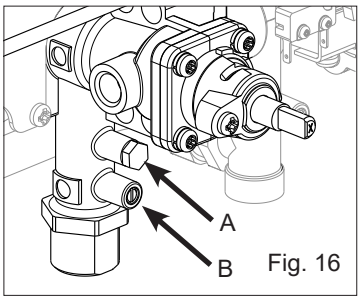

Fig. 16
- Extraiga el tapón de protección (fig. 16 - part. A)
NOTA: Se recuerda que para el funcionamiento con GLP es necesario prever un regulador de presión para la alimentación del calentador, regulado a la presión de 30 mbar para el funcionamiento con Gas Butano y a 37 mbar para el funcionamiento con Gas Propano. Los valores antes indicados deben ser medidos con un manómetro cuya toma está conectada a la toma de presión ubicada en la entrada del calentador (fig. 16 - part. B).